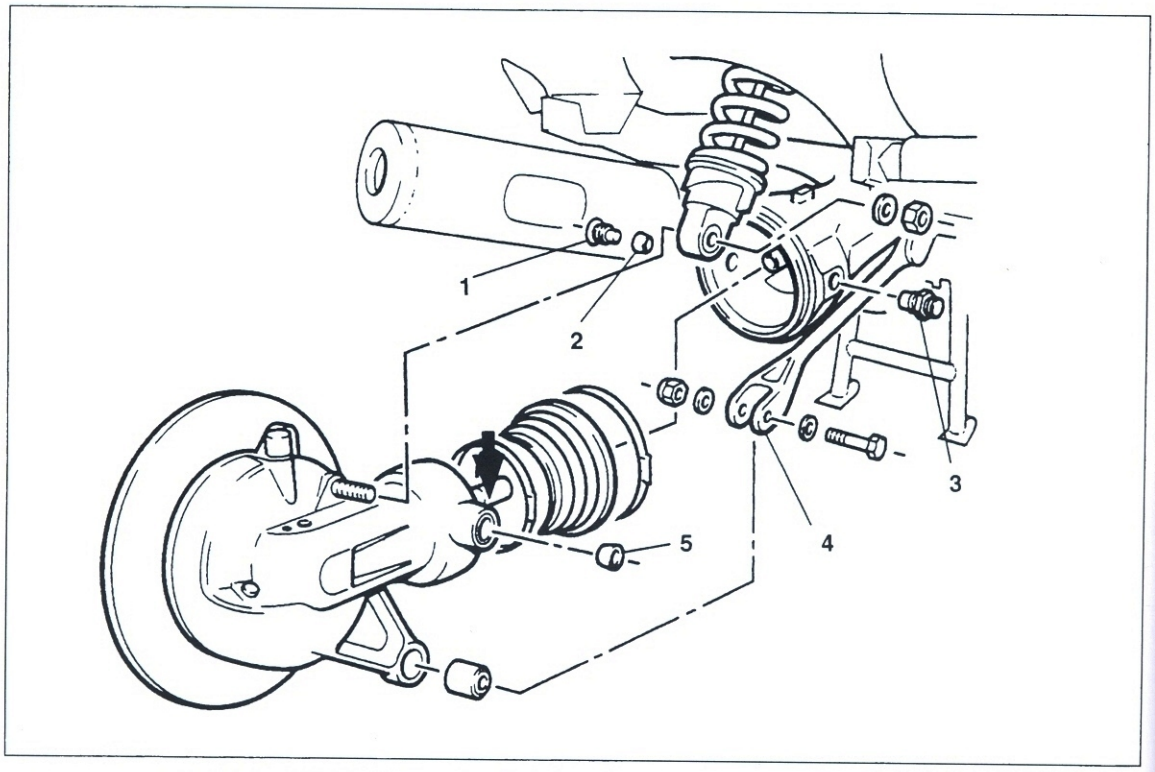

Bild 210
- Verzahnung am Schiebestück (Pfeil in Bild 210) mit ca. 4 g Staburags NBU 30 PTM Hochleistungsschmierpaste (oder gleichwertige Kupferpaste) einfetten.
- Innenlaufring ⑤ des rechten Nadellagers leicht gefettet einsetzen.
- ⚠ Lagerzapfen des Festlagers ① ist microverkapselt. Gewinde reinigen!
- Innenlaufring ② mit Never Seeze einstreichen und auf Lagerzapfen aufschieben.
- Festlager ① festziehen (105 Nm).